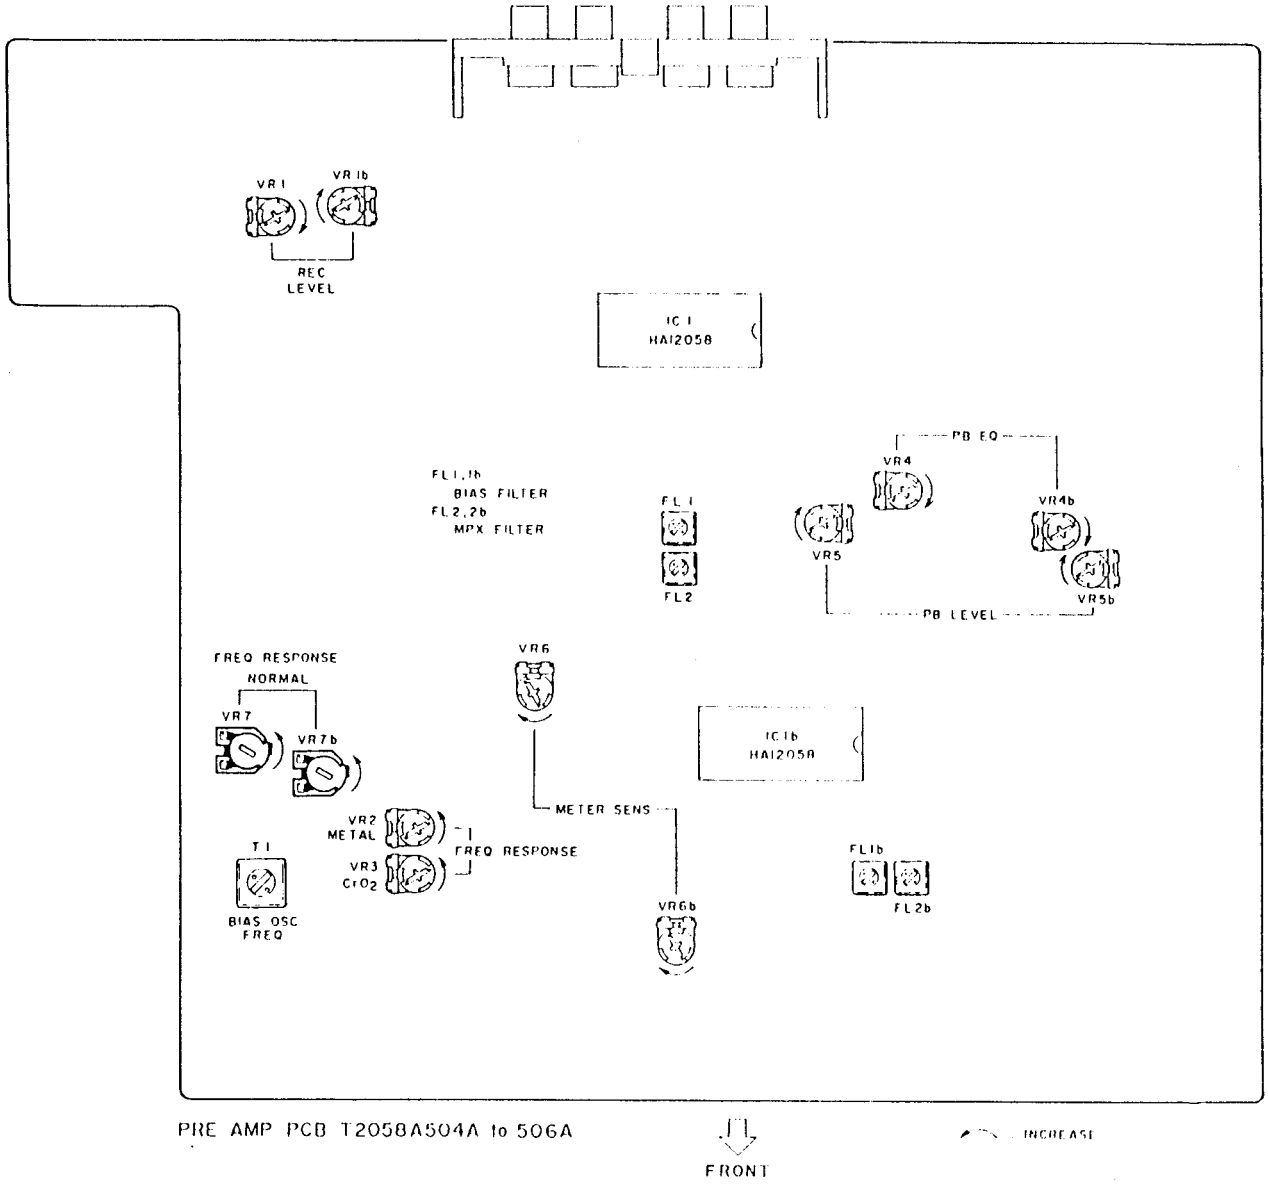

Abb. 7-3 CX-R55 Abgleichpunkte an der Vorverstärker-Leiterplatte
4. Für weitere Einstellungen siehe Abbildung 7-3.